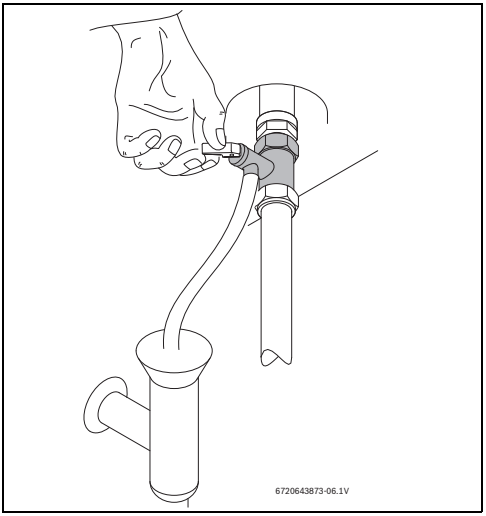

Fig. 15 Ouverture manuelle de la soupape de sécurité
- Ouvrir la soupape de sécurité (fig. 15).
- Ouvrir la soupape de sécurité au moins une fois par mois (→ fig. 15).